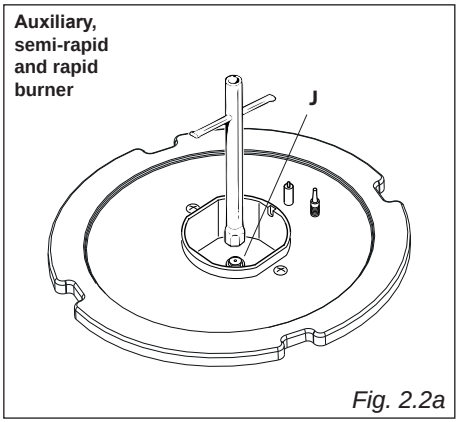

Fig. 2.2a
- Using a wrench, substitute the injectors “**J**” (figs. 2.2a, 2.2b, 2.2c, 2.2d) with those most suitable for the kind of gas for which it is to be used.